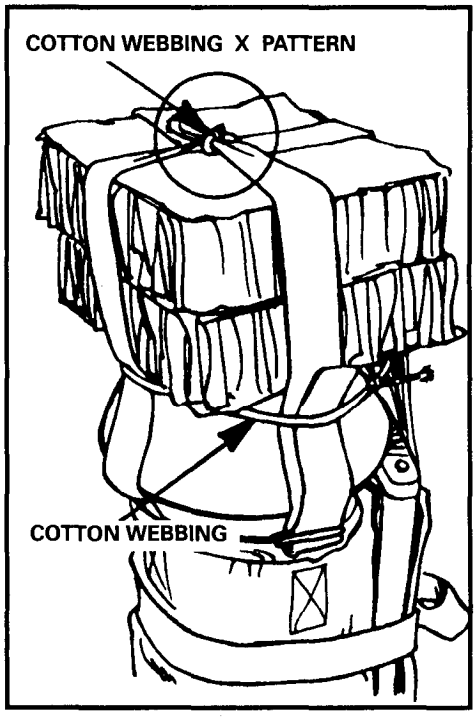

Figure 12-37. X pattern.
(4) Position the DMJP on the aft end shock absorber and retighten the launcher forward end securing straps using quick-release folds. All excess on the securing straps are folded back under the corresponding quick-fit adapter. Retighten one turn of 1/4-inch, 80-pound test cotton webbing in an X pattern around the launcher forward end securing straps, and tie securely with a surgeon's knot and locking knot (Figure 12-37).
(5) Tie one turn of 1/4-inch, 80-pound test cotton webbing around the launcher forward end, securing straps below the 9-inch square honeycomb. Tie in a surgeon's knot and locking knot to prevent the honeycomb from shifting.